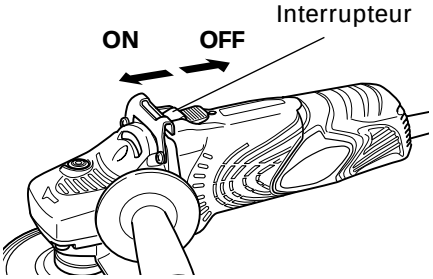

Fig. 3
2. Mettre la meuleuse sous tension (Fig. 3)